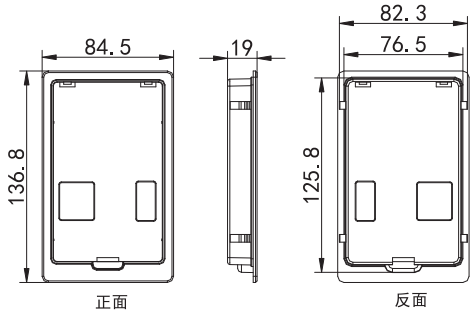

图6.2a) 托板示意图
6.4.3 图6.2a）：托板示意图，操作面板可以安装在托板内。